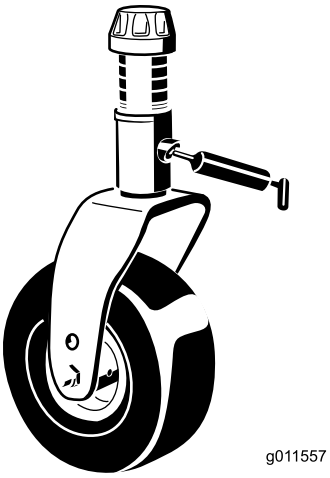

Figuur 43
- Lagerbus van as van zwenkwielvork (1) (Figuur 43)
- Lagerbussen van draaipunt van arm van spanpoelie (1) (onder de arm van de spanpoelie)